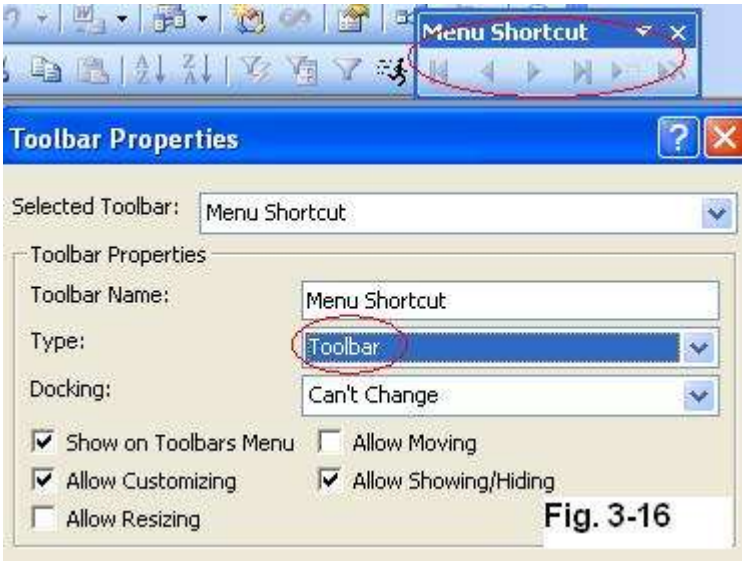

Fig. 3-16
3. Fig. 3-16 shows the **Type** as **Toolbar**, and the custom toolbar, **Menu Shortcut**, appears on the screen.